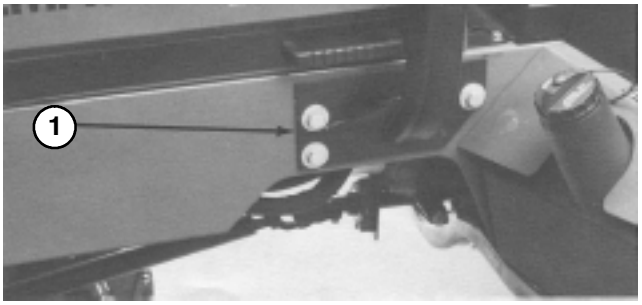

Figure 14
2. Secure each side of roll bar to frame with (3) 1/2–13 x 1–1/4'' lg. capscrews, 1/2" flatwashers and 1/2" lockwashers (Fig. 14).